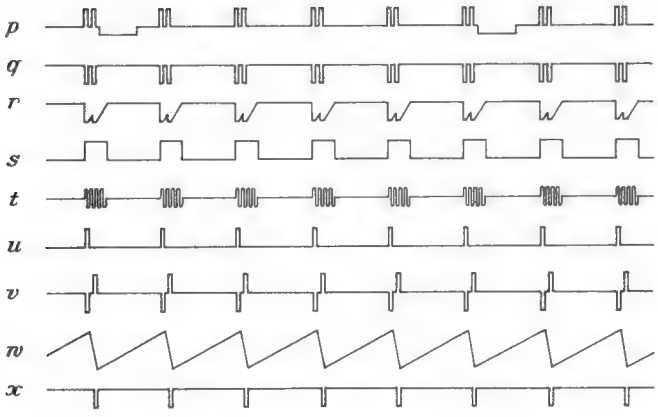

Bild 5. Impulsplan des Empfangsteiles
b) Empfangsteil (**Bild 5 und 6**).